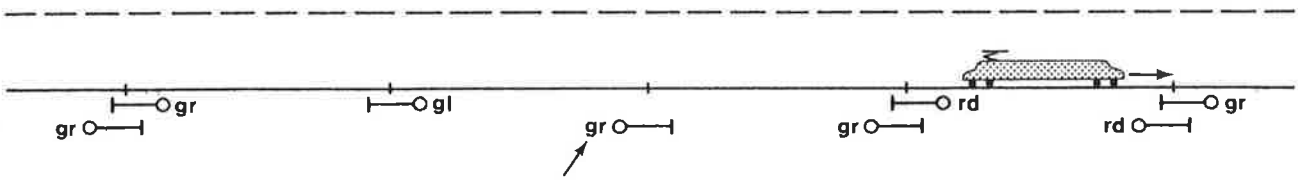

Afb. 23
Hierna volgen twee voorbeelden. (Afb. 23 en 24)
D. Op dit moment komt het tegensein uit de stand stop. Vergelijk met de situatie in afb. 23.